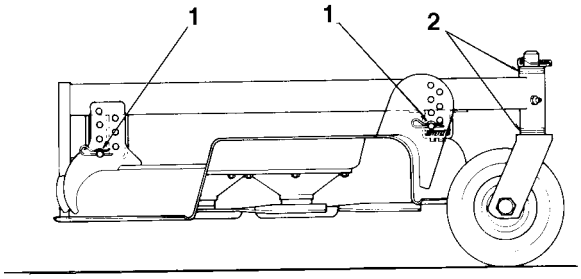

Afbeelding 17
A. Maai-eenheden die normaliter gebruikt worden met een maaihoogte tussen 25 mm en 50 mm moeten de lage kant van de maai-eenheid verhoogd hebben. Verwijder de borgpen waarmee het zwenkwiel bevestigd is aan de lage kant (Afb. 17) en verwijder de zwenkwiel-unit.
C. Als de maai-eenheid gebruikt wordt met een maaihoogte-instelling van 5–10 cm dan moet de hoge kant van de maai-eenheid verlaagd worden. Verwijder de borgpen van het zwenkwiel aan de hoge kant van de maai-eenheid en verwijder de zwenkwiel-unit (Afb. 17).